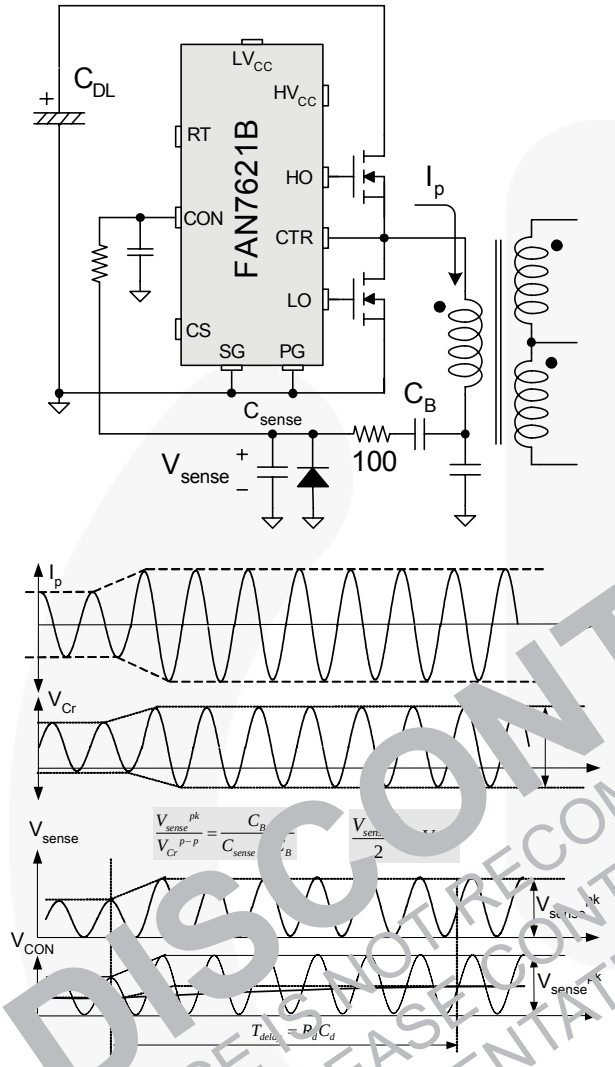

Figure 27. Current Sensing Using Resonant Capacitor Voltage
To minimize power dissipation, a capacitive voltage divider is generally used for capacitor voltage sensing, as shown in Figure 27.
5.3 Overload Protection (OLP): Overload is defined as the load current exceeding its normal level due to an unexpected abnormal event. In this situation, the protection circuit should trigger to protect the power supply. However, even when the power supply is in the normal condition, the overload situation can occur during the load transition. To avoid premature triggering of protection, the overload protection circuit should be designed to trigger only after a specified time to determine whether it is a transient situation or a true overload situation. Figure 27 shows a typical overload protection circuit. By sensing the resonant capacitor voltage on the control pin, the overload protection can be implemented. Using RC time constant, shutdown delay can be adjusted. The voltage obtained on the control pin is given as: